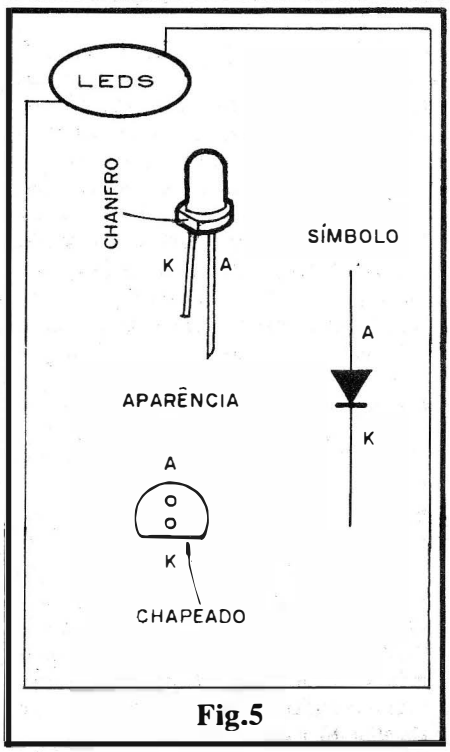

Fig.5
- **FIG. 5** - OS LEDS - DETALHES E ESTILIZAÇÃO - Para benefício dos iniciantes, a figura traz a aparência, símbolo e estilização adotada nos "chapeados", dos LEDs comuns, redondos. Notar que nada impede - na verdade - a utilização de LEDs em outros formatos no **display** do VUS, porém, nossa recomendação (questão, talvez, de puro gosto pessoal...) é que LEDs **redondos** (ou no máximo, com cabeças quadradas, simples...) sejam aplicados. A disposição geral da "tela" matriciada, bem como a própria visualização, ficariam (na nossa opinião), "bregas" e "embaralhadas", se usados LEDs triangulares, em formato de setas, etc. Entretanto, gosto não se discute... Se o estimado Leitor/Hobbysta for do tipo de gruda no painel do carro aquelas moldurinhas com fotografias, fixadas por imã, com a inscrição "NÃO CORRA, PAPAI...", essas coisas, ficará até "bem" um painel multi-colorido e multi-formatado no **display** do VUSCÓPIO...